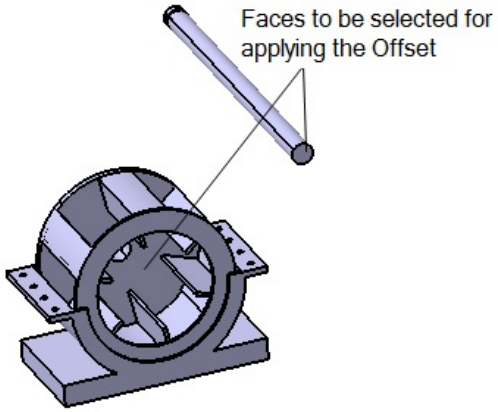

Figure 12-74 *Faces to be selected for the Offset constraint*
2. Choose the **Manipulation** tool from the **Move** toolbar. Next, choose the **Drag along X axis** button and drag the Motor Shaft to move it out of the assembly, as shown in Figure 12-74. Choose **OK** and exit the **Manipulation Parameters** dialog box.
3. Choose the **Offset Contraint** tool from the **Constraints** toolbar and then select the faces shown in Figure 12-74; the **Constraint Properties** dialog box is displayed. Set the **Orientation** to **Same** and the **Offset** value to **0**. Then, choose **OK** to apply the constraint and exit the dialog box. Update the model to place the Motor Shaft at its proper location.